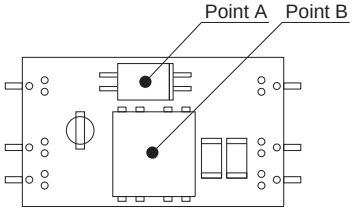

Fig.8.7 Temperature Measuring Points in the case of Forced Air Cooling
(3) Temperature Measuring Points in the case of Forced Air Cooling (1m/s)
① SU3
■In the case of forced air cooling, please have sufficient ventilation to keep the temperature of point A in Fig.8.7 at 115℃ or below and that of Point B at 120℃ or below.